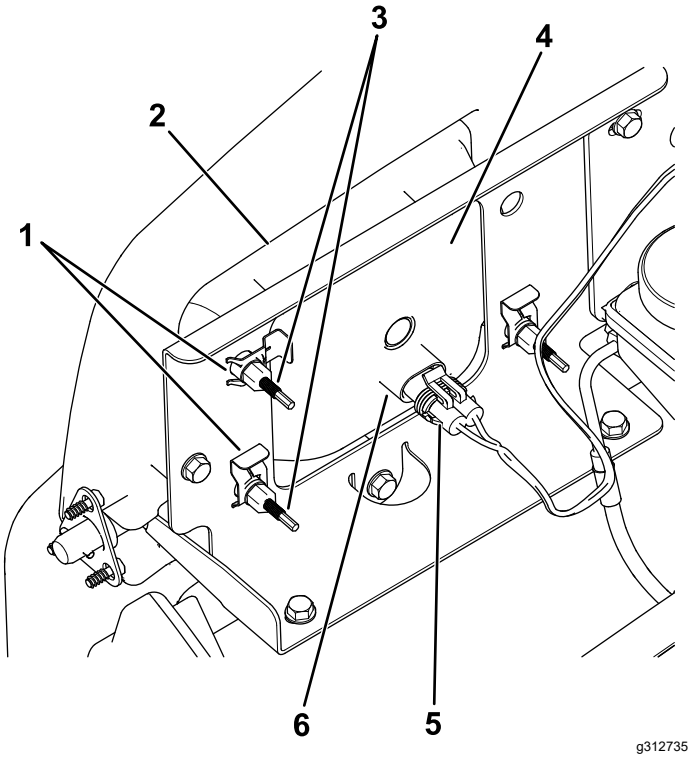

**Figur 48**
3. Frakobl det elektriske stik til ledningsnettet fra stikket på lampesamlingen (Figur 48).
4. Afmonter klemmerne, der fastgør forlygten til forlygtebeslaget (Figur 48).
5. Fjern forlygteenheden ved at føre den fremad og ud gennem åbningen i forkofangeren (Figur 48).
6. Monter den nye forlygte gennem åbningen i kofangeren (Figur 48).
8. Tilslut det elektriske stik til ledningsnettet til stikket på lampesamlingen (Figur 48).
5. Drej justeringsskruer (Figur 48) bag på forlygteenheden for at dreje forlygteenheden og rette positionen af lygtens lysstråle ind.